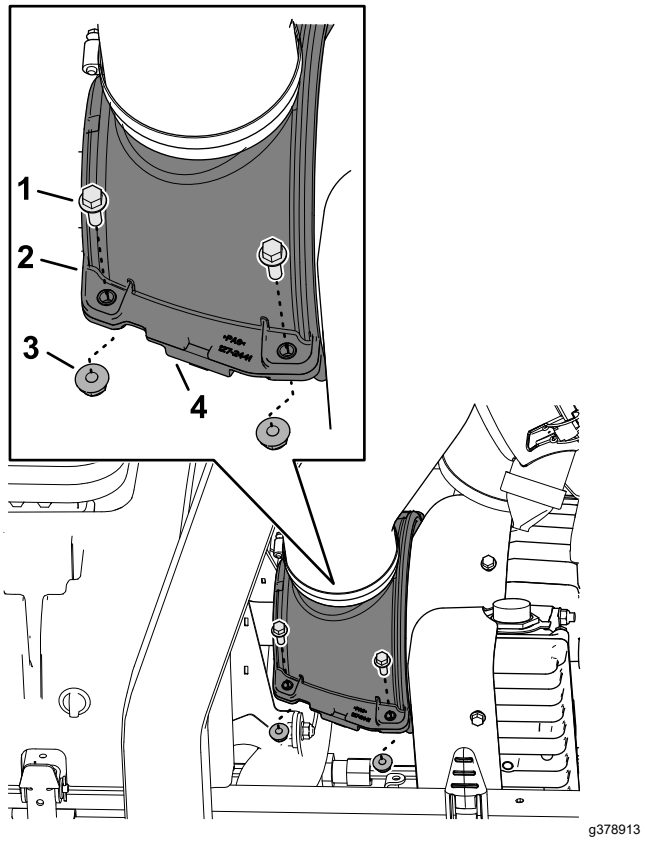

**Figuur 71**
3. Bevestig de helften van de koelschermen van de generator en de compressie-begrenzerpennen; gebruik hierbij de 4 flenskopschroeven en 4 flensborgmoeren (Figuur 71).